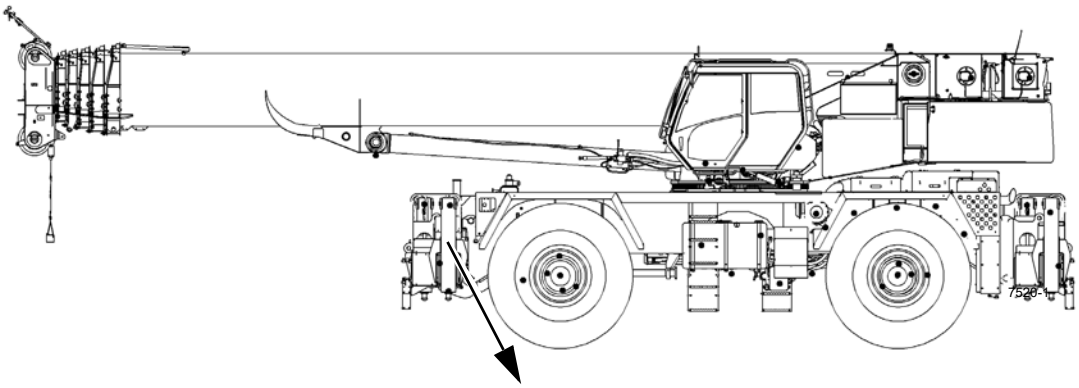

FIGURA 9-5
| **30** | Vigas dos estabilizadores | Figura 9-5 | Graxa multiuso para pressão extrema EP-MPG 6829003477 6829104275 | --- | 50 horas ou 1 semana | Pincele lubrificante na parte inferior das vigas dos estabilizadores. |
| **31** | Tubos do suporte do cilindro do macaco | Figura 9-5 | Graxa multiuso para pressão extrema EP-MPG 6829003477 6829104275 | --- | 50 horas ou 1 semana | Pincele lubrificante no diâmetro interno dos pontos dos tubos de suporte do cilindro do macaco e cintas de desgaste (4) antes de instalar os cilindros do macaco |
| **32** | Corpo dos cilindros do macaco | Figura 9-5 | Graxa multiuso para pressão extrema EP-MPG 6829003477 6829104275 | --- | 50 horas ou 1 semana | Pincele lubrificante no diâmetro interno dos pontos dos tubos de suporte do cilindro do macaco e cintas de desgaste (4) antes de instalar os cilindros do macaco e na parte externa dos tubos de suporte em intervalos regulares |